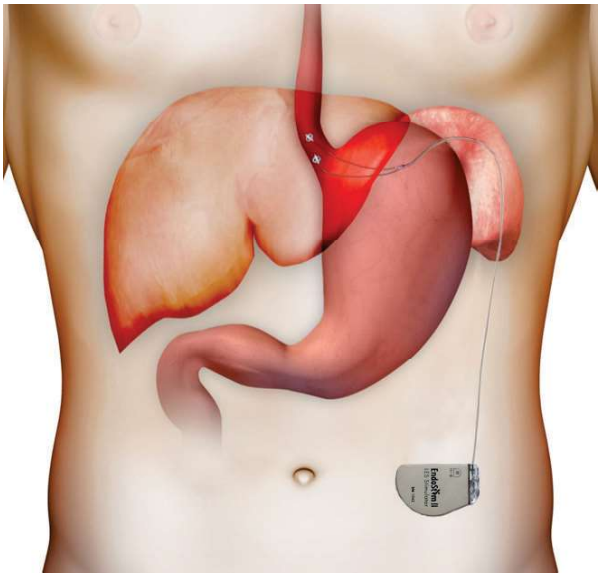

Figura 14 Recorrido de la derivación y posición final del GPI
delicada de rotación en sentido horario para que se ubique en la posición horizontal final (figura 14).
2. Asegúrese de que las curvas en el recorrido de la derivación sean delicadas. De esta manera, se reducirán las posibilidades de que la derivación se enrosque o de que falle antes de tiempo (figura 14).